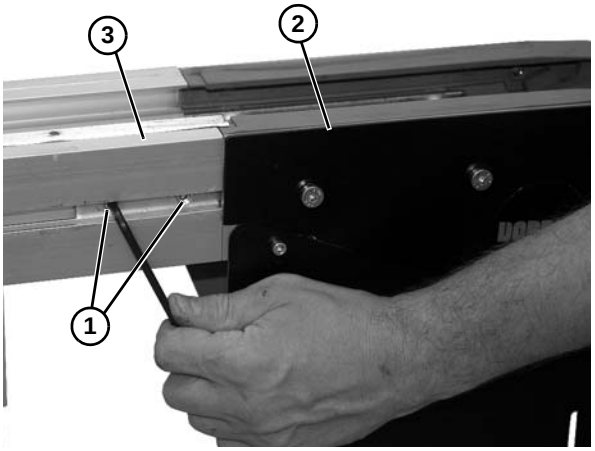

Figure 70
2. Loosen two socket head set screws **(Figure 70, item 1)** on each side of conveyor, and remove the drive tail assembly **(Figure 70, item 2)** from the conveyor frame **(Figure 70, item 3)**.